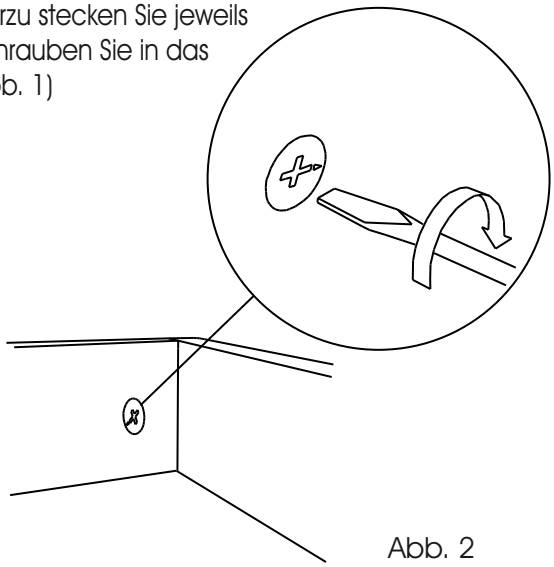

Abb. 2
3. Verschrauben Sie die Kufen mit je4 Stück Ø4x25mm RW-Schrauben. Drehen Sie anschließend die Sockelschrauben in die hierfür vorgesehenen Gewindebohrungen der Kufen. (Abb. 2)
2. Stecken Sie das Sockelvorderstück und die Sockel-Retouren zusammen und drehen den Excenter fest. (Abb. 2)